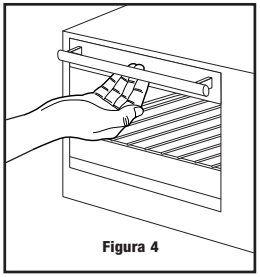

Figura 4
Paso 1. Agarre el centro de la manija con las yemas de los dedos (Ver la Figura 4).